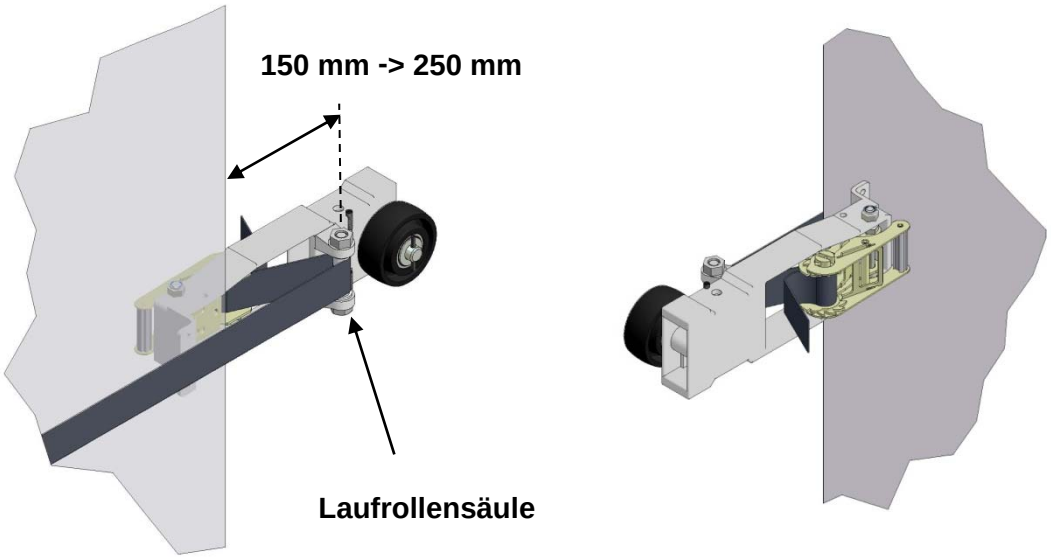

Abbildung 12
4.2 Legen Sie das Gittertor zur Vorbereitung der Befestigung der Gewebegurte an den jeweiligen Laufrollen über die Öffnung. Führen Sie den Gewebegurt am Fuß der Laufrolle beginnend um die Nylonmuffen der Laufrollensäule und dann wieder zurück zur Spannvorrichtung. Führen Sie, während die Paneelkante ca. 150 mm bis 250 mm von der Laufrollensäule entfernt liegt, den Gewebegurt durch den Schlitz in der Klinkenradtrommel und bedienen Sie dann die Kurbel (Abbildung 12). Das Paneel darf zu diesem Zeitpunkt noch nicht die Säule berühren. Wiederholen Sie dies für alle Gewebegurte mit Ausnahme des oberen Gurts (der an den oberen Montageplatten befestigt ist). Achten Sie dabei darauf, dass die Platte mittig ist und insgesamt eine gleichmäßige Spannung aufgewendet wird.